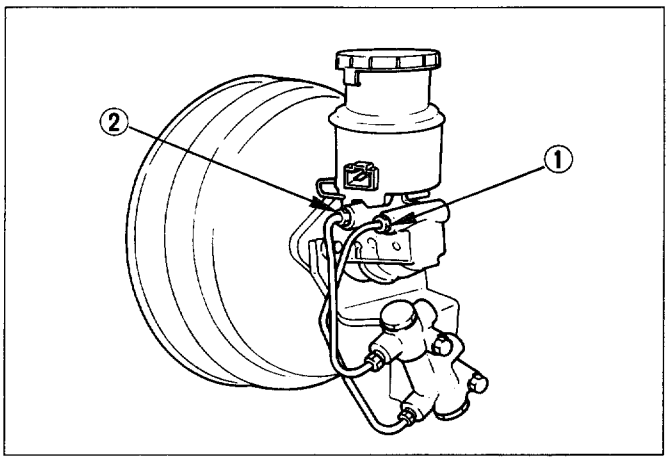

Fig. 5A-1
Bleeding the master cylinder (Fig. 5A-1)
7. Disconnect the rear wheel brake pipe ① from the master cylinder (Fig. 5A-1). Check the fluid level and replenish as necessary. If replenished, leave the system for at least one minute.
12. Reconnect the brake pipe ① to the master cylinder and tighten the pipe.
14. Loosen the rear wheel brake pipe ① at the master cylinder (Fig. 5A-1).
17. Bleed the air from the front wheel brake pipe connection ② by repeating steps 7 through 16 (Fig. 5A-1).